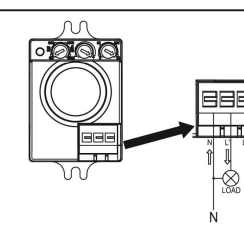

Rysunek 1
- podłącz przewody zgodnie ze schematem na rys.1;
- Connect the cables according to the diagram in Fig. 1.